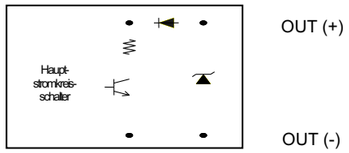

Abb. 1
*5: Wenn kein Eingangsstrom angelegt wurde, wird ein Alarm ausgegeben. Abb. 1 zeigt einen internen Alarm-Schaltkreis.